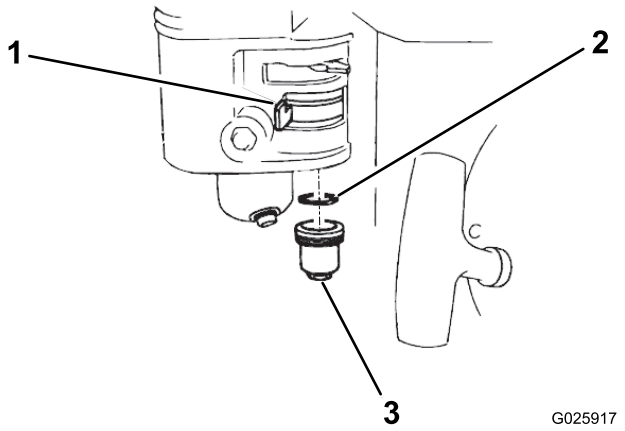

Figur 19
1. Vrid bränslekranen till av-läget och ta därefter bort bränslesedimentskålen och O-ringen (Figur 19).